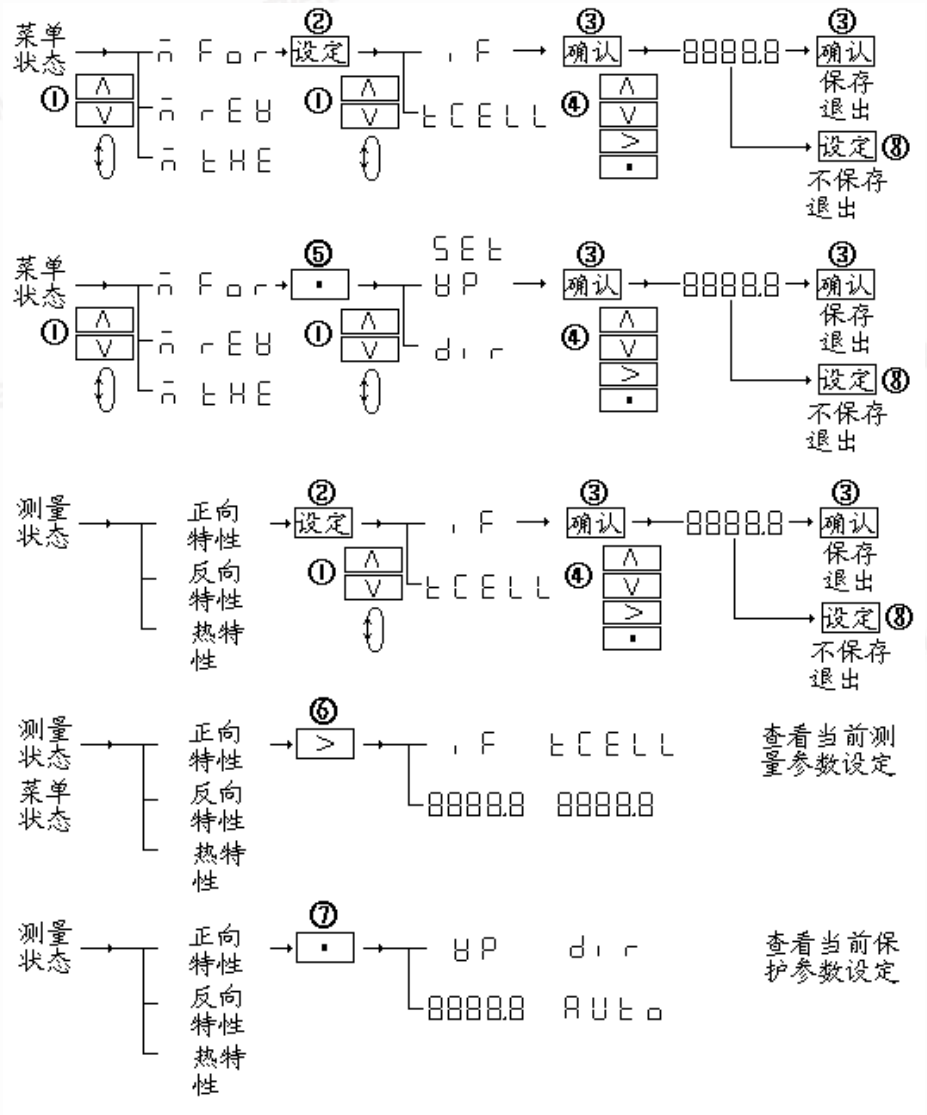

图 4.3 菜单操作示意图
“设定”键：按“设定”键，进入主设定菜单，如图 4.3 菜单操作示意图中的②；再次按此键键，不保存当前设定值，返回上层界面，见图 4.3 菜单操作示意图中的⑧。当在热特性测试过程中，按此键无效。
“确认”键：按“确认”键，进入下一级菜单，或确认当前设定值并返回上级菜单。见图 4.3 菜单操作示意图中的③。
“∧”、“∨”键：在主菜单状态下，按 “∧”、“∨”键循环选择测试模式，见图 4.3 菜单操作示意图中的①；在数值设置界面中，用于调整当前闪烁位的值，见图 4.3 菜单操作示意图中④；
“＞”键：在主界面中（无论处于主菜单状态还是测量状态）,按“＞”键可以查看当前测量项目的参数设定值，见上图中⑥；在数值设置界面中，用于调整闪烁位的位置，见图 4.3 菜单操作示意图中④。